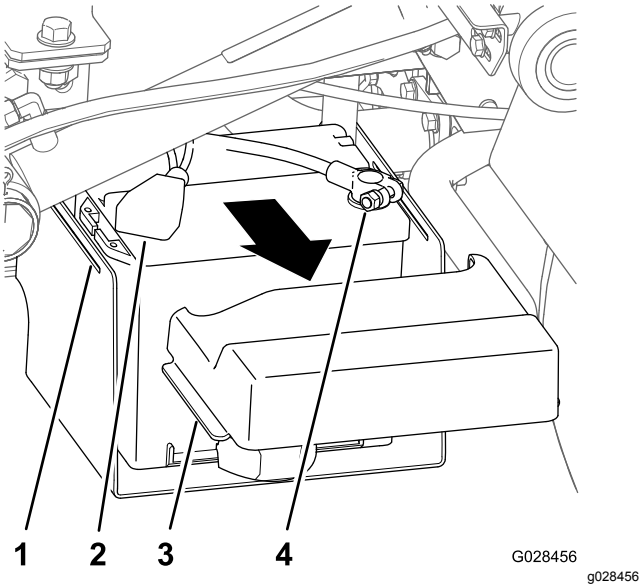

**Figur 15**
1. Klem siden på batteridekselet for å løsne tappene fra slissene på batteribasen, og fjern batteridekselet fra batteribasen (Figur 15).
2. Skyv dekslet bakover og ta ut den negative batteriklemmen fra batteriet (Figur 15).
3. Ta ut den positive batteriklemmen fra batteriet (Figur 15).